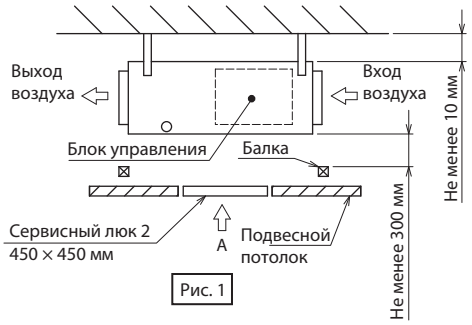

Рис. 1
1) Доступно 300 мм и более пространства между блоком и подвесным потолком (рис. 1).